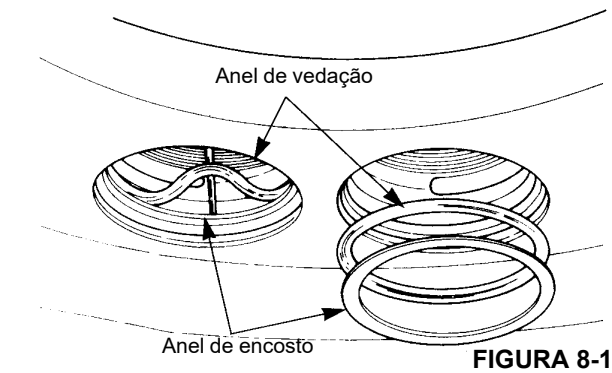

FIGURA 8-10
9. Remova e descarte os anéis de vedação e os anéis de encosto (Figura 8-10).